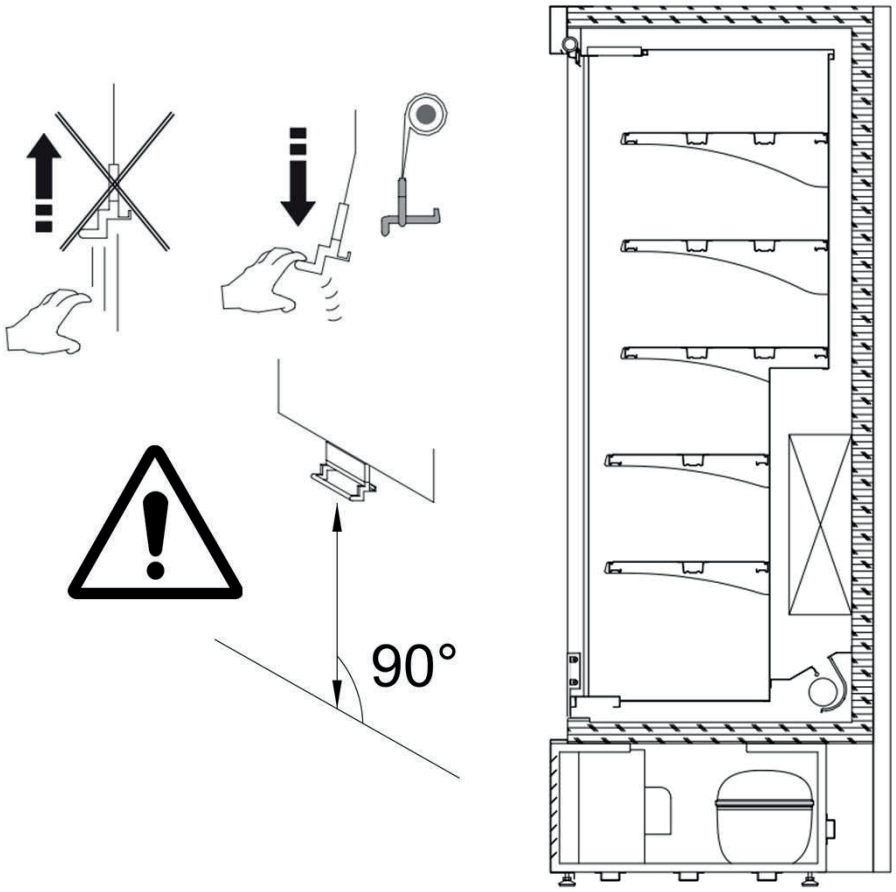

fig. 16
- Ouvrir/fermer le rideau comme indiqué sur la fig. 16.